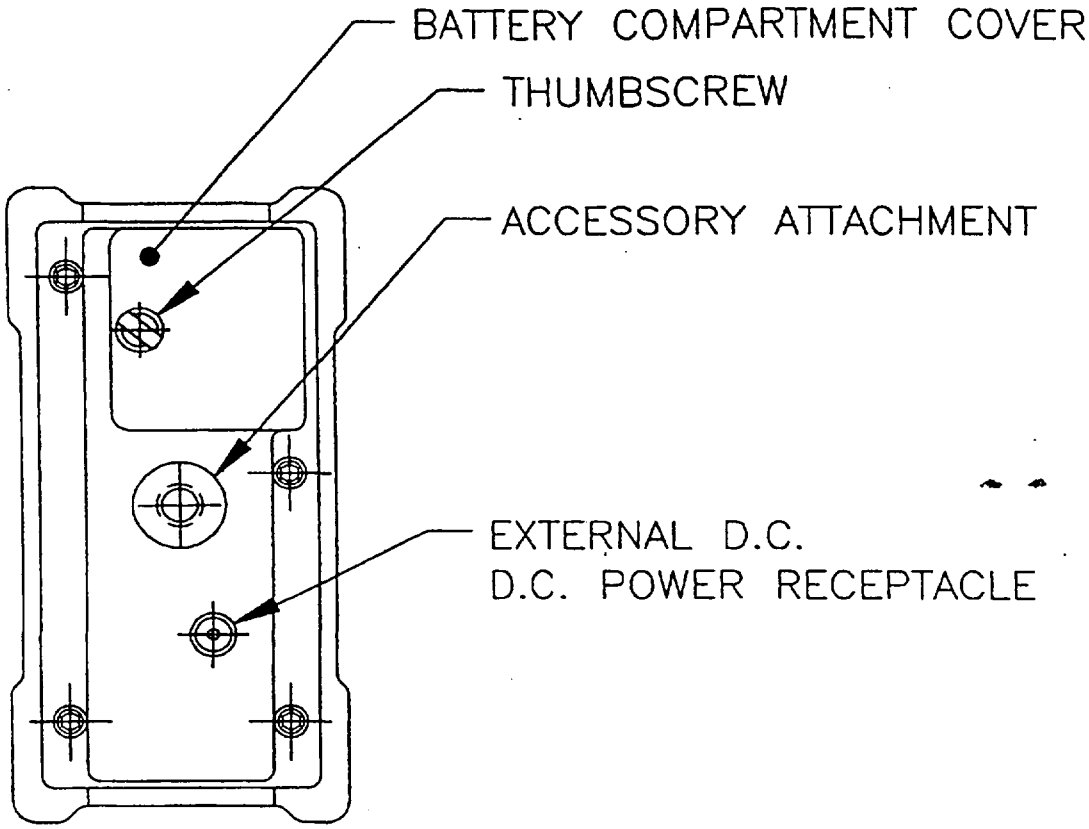

Figure 2 - BOTTOM BASE
Refer to Figure 2. The base of the *personal*DataRAM contains the following: a) internal battery compartment cover, b) external DC power input receptacle, and
- Loosen thumbscrew that secures the battery compartment cover (see Figure 2), and remove that cover.
A universal line voltage AC to DC power supply (MIE model *p*DR-AC) is provided as standard accessory with the *personal*DataRAM. This power supply can be used with any line with a voltage between 100 and 240 VAC (50 to 60 Hz). When using that power supply, its output plug should be inserted into the external DC receptacle at the base of the *personal*DataRAM (see Figure 2). Insertion of that connector automatically disables the internal 9V battery of the instrument. Removal of the *p*DR-AC plug from the instrument automatically re-connects the internal 9V battery.